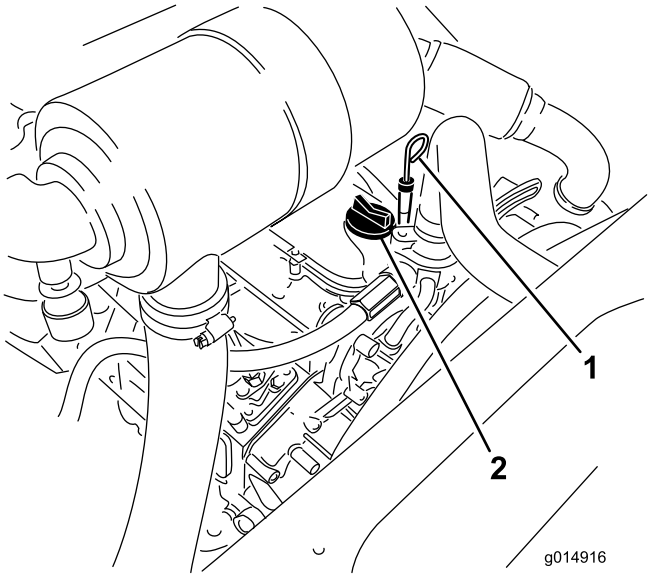

Figuur 44
3. Verwijder de peilstok en veeg deze schoon. Plaats daarna de peilstok weer terug (Figuur 44).
5. Als het oliepeil beneden de Vol-markering staat, verwijdert u de vuldop (Figuur 44) en vult u bij met olie totdat het oliepeil de Vol-markering op de peilstok bereikt.